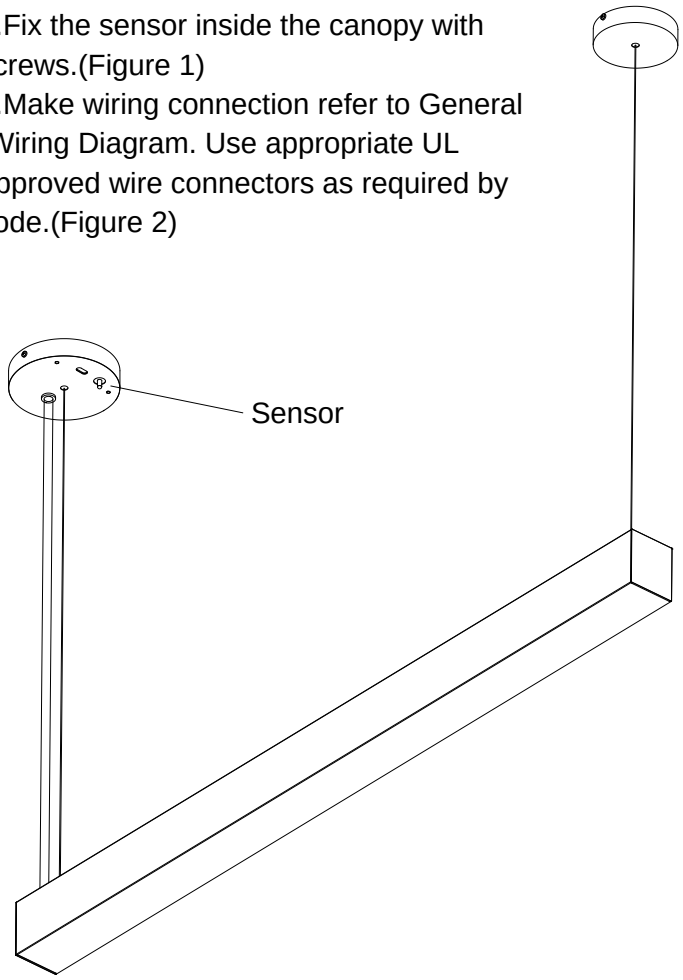

Figure 1
1.Fix the sensor inside the canopy with screws.(Figure 1)